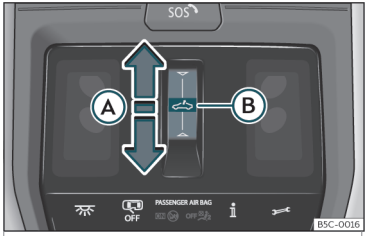

Fig. 83 On the interior roof lining: sunroof button.
- Automatic movement: slide your finger back over the functional area ⌂ ››› **Fig. 83** Ⓐ.
>>> **Fig. 83** Ⓐ and keep pressed until the sunroof is fully closed.